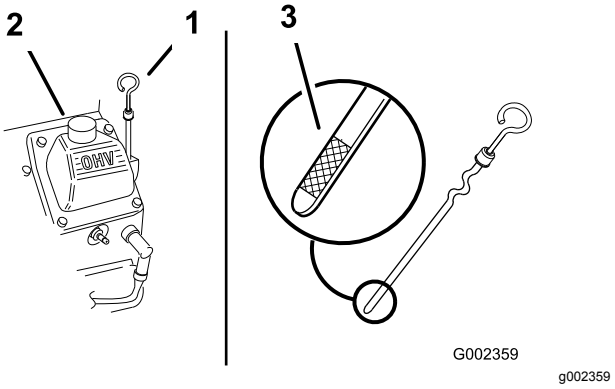

**Figur 17**
2. Gör rent omkring oljestickan (Figur 17) så att smuts inte kan falla ned i påfyllningshålet och skada motorn.
3. Ta ur oljestickan, torka av den och sätt tillbaka den igen (Figur 17).
Oljenivån ska nå upp till märket Full på oljestickans metallände (Figur 17).
5. Ta bort locken på påfyllningsröret och fyll på olja tills nivån når upp till markeringen Full på oljestickan om oljenivån inte når upp till markeringen (Figur 17). **Fyll inte på för mycket.**